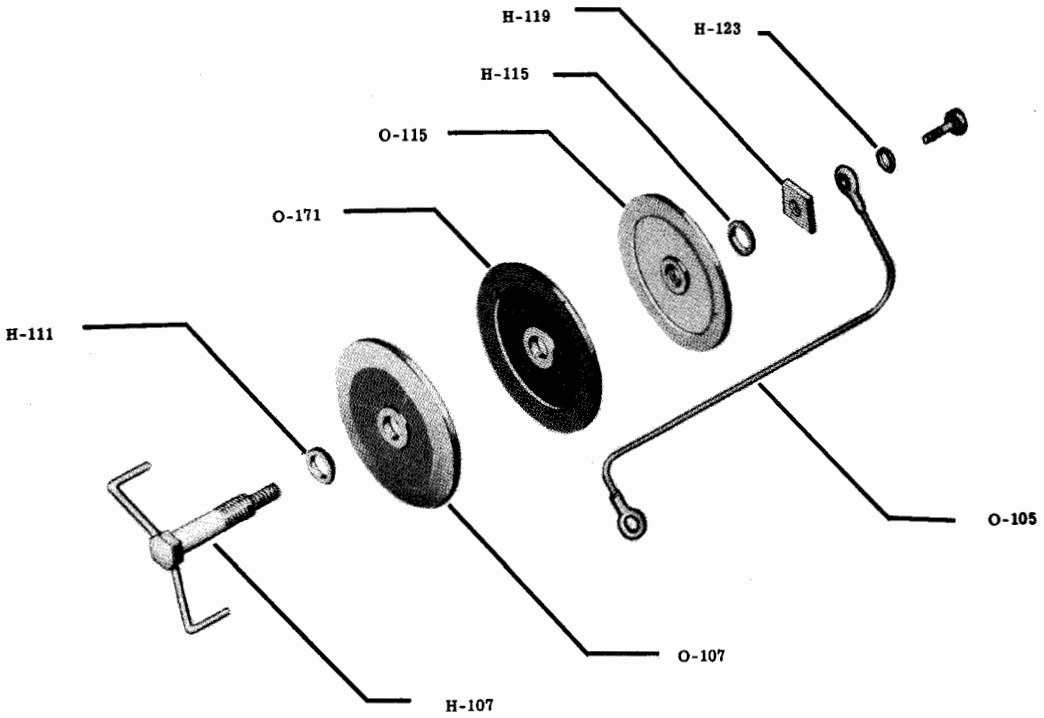

Figure 7-5. Hand Hole Cover (Exploded View)
c. HAND HOLE COVERS.-Figure 7-5 shows the disassembled parts of a hand hole cover in their proper physical relationship. If it is deemed necessary to replace the rubber gasket in a hand hole cover, prior to re-assembly, the coarse threads, of the hand bolt, should be given a light coat of 14-L-13 Grade B Graphite Oil as indicated in Figure 6-1. Care should be taken to keep the lubricant off the center portion of the rubber gasket. A thin film of lubricant should be applied to that portion of the back plate, which makes contact with the raised outer part of the rubber gasket.